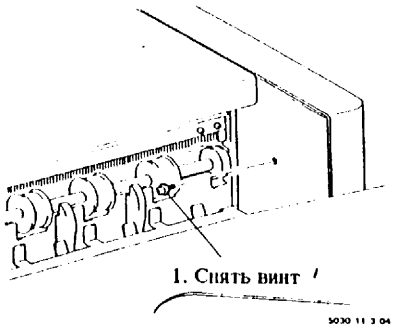
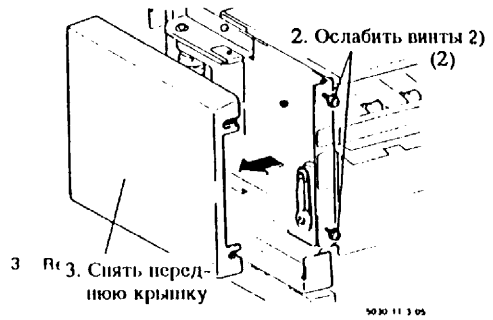

Рис. 1. Снятие передней крышки
Рис. 2. Снятие передней крышки
3. (Рис. 1), (Рис. 2): Снять переднюю крышку.
3. (Fig.1), (Fig.2): Remove Front Cover.